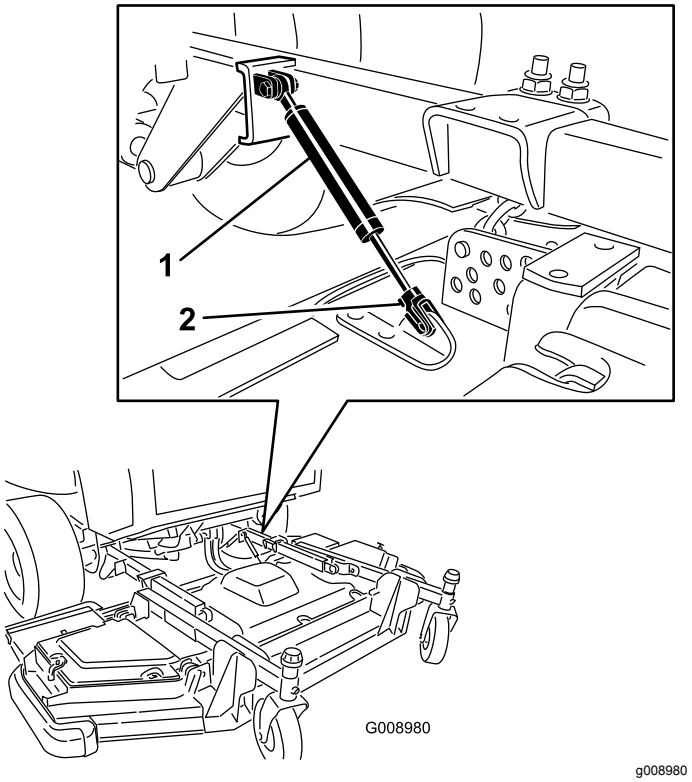

Figur 123
3. Ta bort hållarklämman och koppla bort motviktssystemet från klippdäcket (Figur 123).